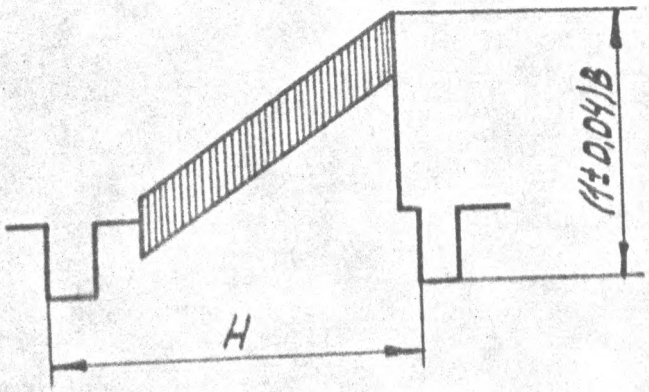

РИС.7.24
7.4.1.4. ИЗМЕРЬТЕ НЕЛИНЕЙНЫЕ ИСКАЖЕНИЯ СИГНАЛА ЯРКОСТИ, ДЛЯ ЧЕГО ПОДАЙТЕ НА КОНТАКТ 3 РАЗ'ЕМА А1.2-ХР2 УСВ-Д А1.2 ППУ-Д А1 ВИДЕОСИГНАЛ ПИЛООБРАЗНОЙ ФОРМЫ С СИНУСОИДАЛЬНОЙ НАСАДКОЙ 1,2 МГЦ РАЗМАХОМ (1+-0,04) В (РИС.7.24) И ПРОКОНТРОЛИРУЙТЕ ЕГО НА ВЫХОДЕ ДЕМОДУЛЯТОРА TR-0771.